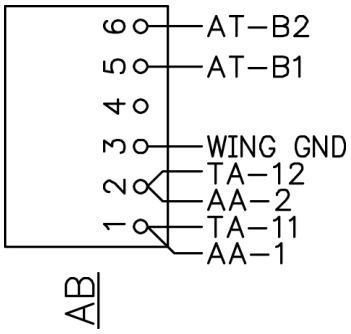

Figure 21—Text Headings
5. All text headings for equipment in panel layout & wiring drawings are to be 1/8″ in height as shown with “AB” in Figure 21.